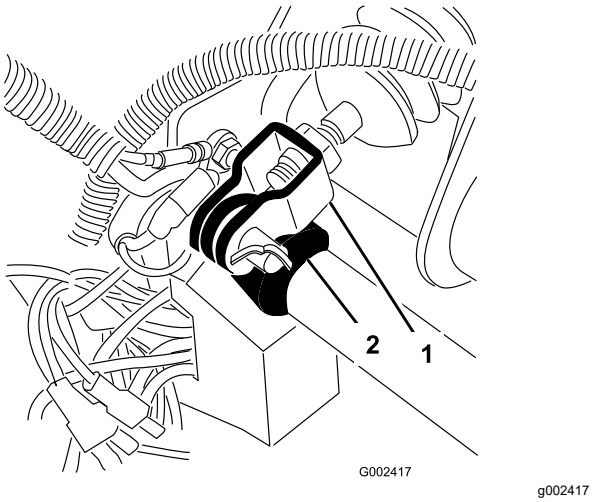

Figura 54
1. Retire el pasador de horquilla y la chaveta que fijan la horquilla del cilindro maestro al pivote del pedal de freno (Figura 54).
3. Afloje las contratuercas que fijan la horquilla al eje del cilindro maestro (Figura 54).